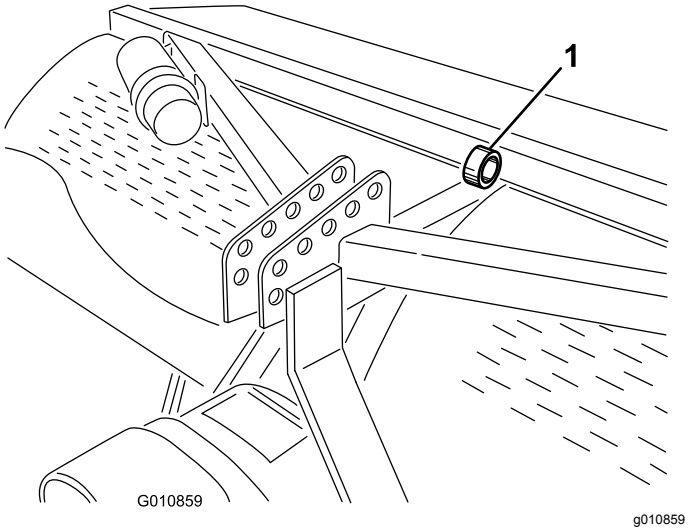

**Figur 43**
**Merk:** Du kan bruke en vinsj for å løfte luftemaskinen. Bruk snørehullet for luftehodet som vinsj når du skal feste heisen (Figur 43). Sørg for at vinsjen har tilstrekkelig løftekapasitet. Se Spesifikasjoner (side 22).